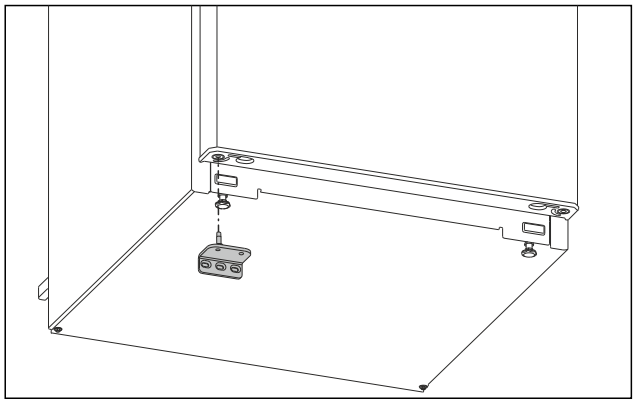

Fig. 14
▶ Sett inn den nedre lagerbukken på motsatt side. (se Fig. 14)